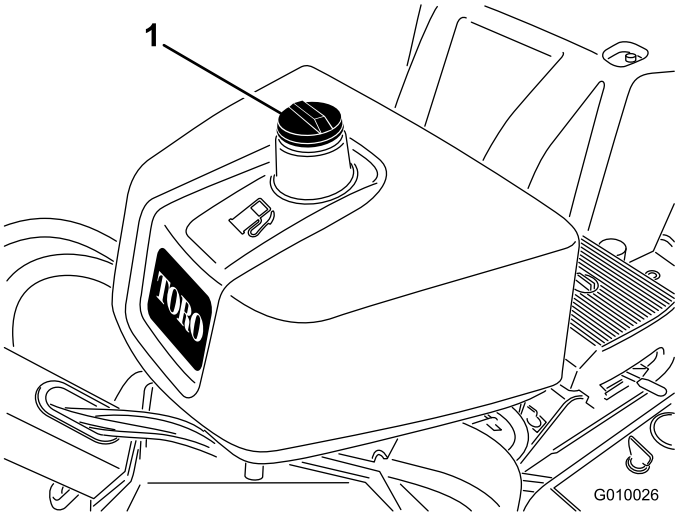

Figur 15
2. Rengør området omkring brændstofdækslet, og afmonter det (Figur 15).